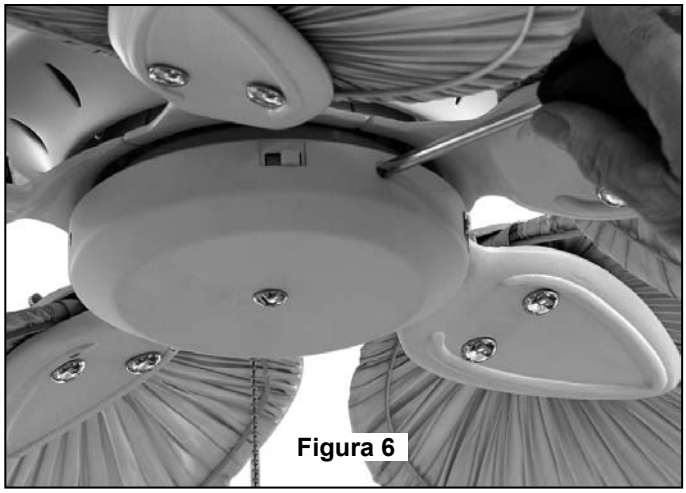

Figura 6
10. Ensamble la caja del interruptor a la unidad del adaptador con 3 tornillos. (Figura 6)